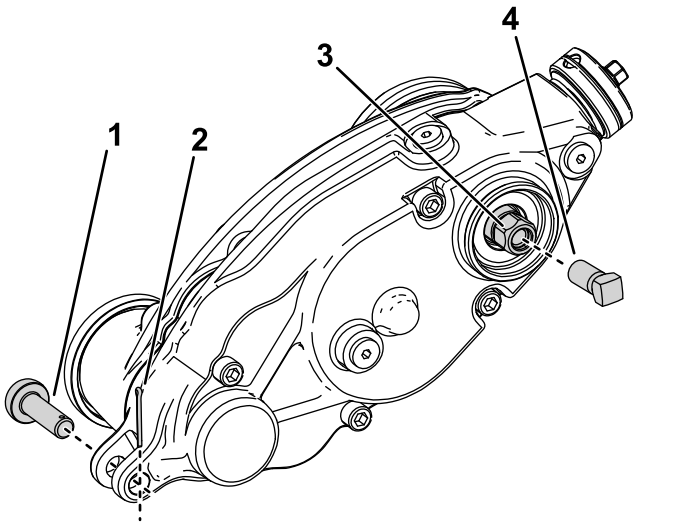

Figure 28
3. Remove the adjuster pin and cotter pin connecting the groomer drive box to the adjuster arms (Figure 28).
5. Install the reinforcement screw (Part No. 1-803022—sold separately) to the internal threads of the groomer drive hex head and torque to 13.5 N·m (120 in-lbs) as shown in Figure 28.
6. Remove the groomer drive box from the cutting reel by turning the groomer drive hex-head (Figure 28).